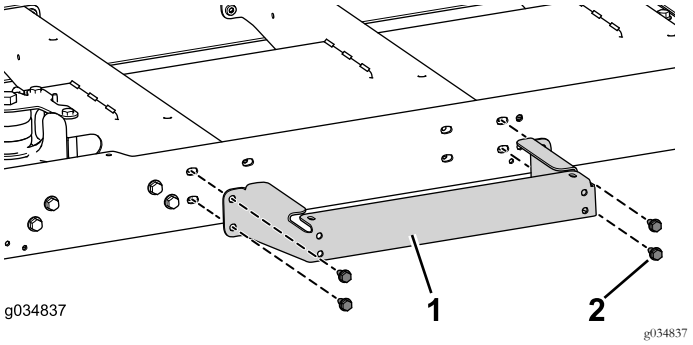

Рисунок 77
1. С помощью 4 болтов (5/16 x 3/4 дюйма) установите, не затягивая, опору платформы на центральный швеллер (Рисунок 77).